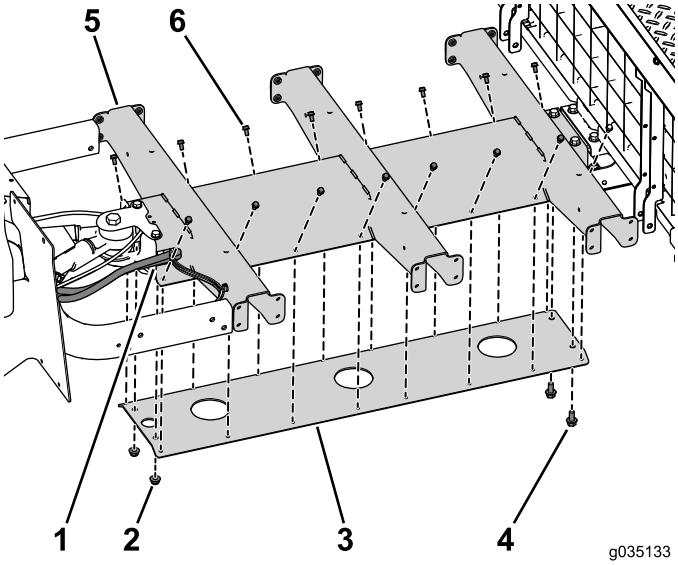

Figure 78
2. Loosely install the 2 bolts (3/8 x 3/4 inch), 16 bolts (1/4 x 1/2 inch), and 2 flange nuts (3/8 inch) to secure the bottom plate to the center channel (Figure 78).